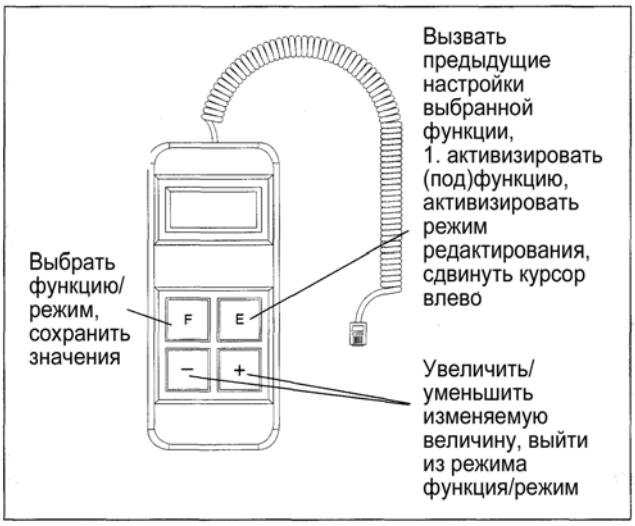

Рис. 10: Назначение кнопок модуля управления.
Подключите модуль управления (рис. 10) к разъему (1), который расположен на передней стороне монетоприемника в верхнем правом углу.